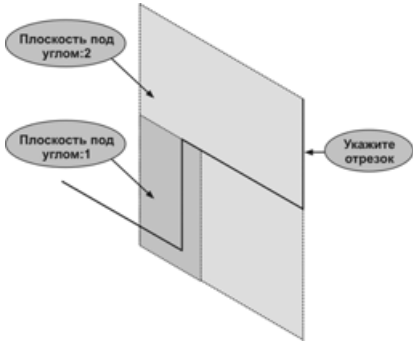

Рис. 8.51
- Создайте еще одну **Плоскость под углом:2**, проходящую через вертикальный отрезок второго эскиза параллельно **Плоскости под углом:1** (рис. 8.51).